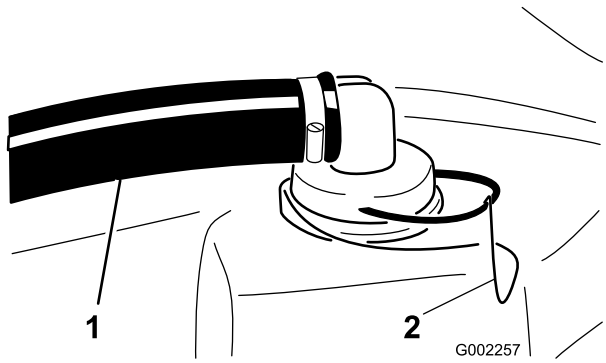

Figur 61
2. Fjern holderen fra den røde fitting, som er fastgjort til den store slange oven på tanken (Figur 61).
3. Fjern slangen fra tanken (Figur 61).